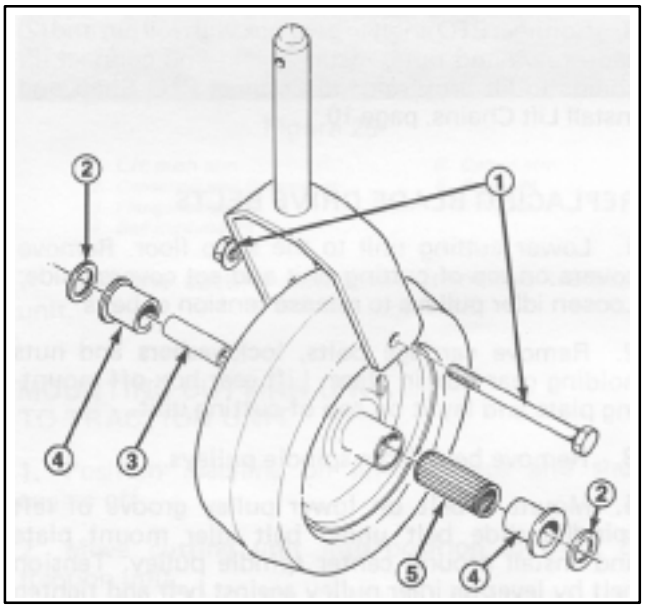

Figure 29
1. Remove capscrew and locknut holding caster wheel and (2) washers between caster fork (Fig. 29).
2. Pull spanner bushing out of wheel hub (Fig. 29).
3. Remove bushing from wheel hub and allow bearing to fall out (Fig. 29). Remove bushing from opposite side of wheel hub.
7. Install caster wheel assembly and (2) washers between caster fork, and secure all parts in place with capscrew and locknut.